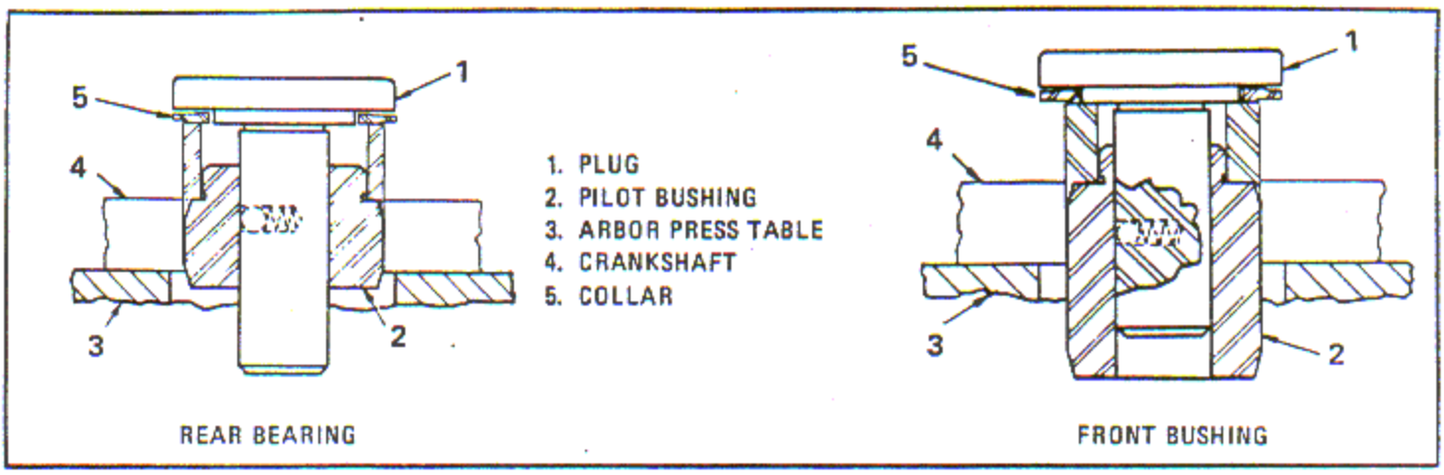

Figure 6-98. Installing Front Crankshaft Counterweight Bushings and Rear Crankshaft Counterweight Bearings
a. Chill bushings to approximately -57°C (-70° F) before installing. See figure 6-98.
b. Press the bushings in, as shown, using installing collar (5, figure 6-98), plug (1), and pilot bushing (2). Use the proper side of collar to press the bushings in 0.003 inch below flush and press until the collar is tight against the crankshaft. Check the contact with 0.0015 inch feeler gage.
b. Press in bearing using collar (5, figure 6-98), plug (1), and pilot bushing (2). Use proper side of collar to press the bearing 0.003 inch below flush and press until the collar is tight against the crankshaft. Check contact with a 0.0015 inch feeler gage.